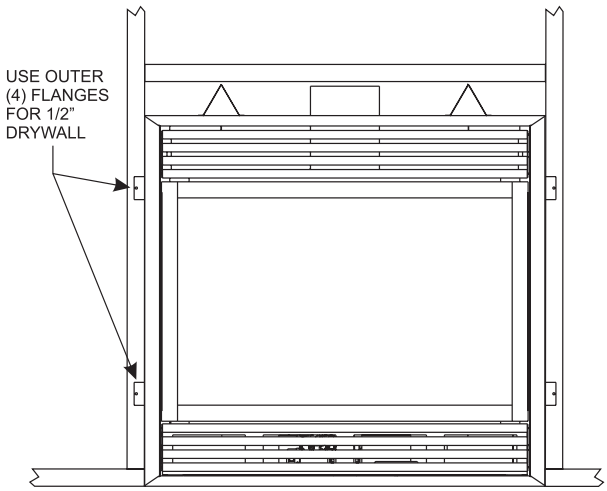

**Figure 10A**
3. Attach fireplace to frame using nailing flange. Preset depth to suit facing material (adjustable to 1/2", 5/8" or 3/4" depths). ***NOTICE***: Fireplace must mount flush to facing material. If facing material requires more depth than 3/4", mark and drill two 1/8" holes into fireplace side at appropriate depth. Bend standoff tabs as needed to move fireplace flush with facing material. See **Figure 10A.**
**Attention:** When fireplace is installed in optional full cabinet mantel or corner mantel the four nailing flanges shown in **Figure 10A** will not be installed on the side of outer casing. The fireplace will be attached to the full cabinet mantel or corner mantel with the two nailing flanges located on the top of the outer casing assembly.